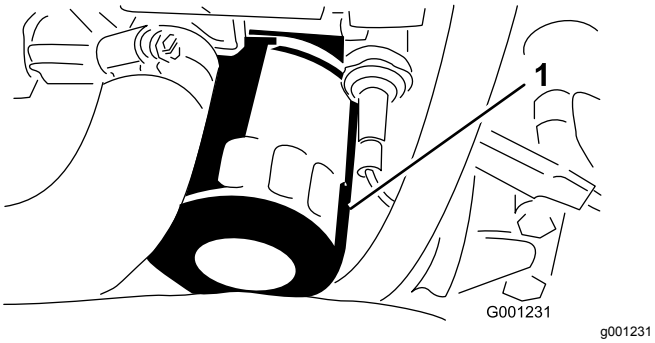

Figur 50
6. Ta bort och byt ut oljefiltret (Figur 50).